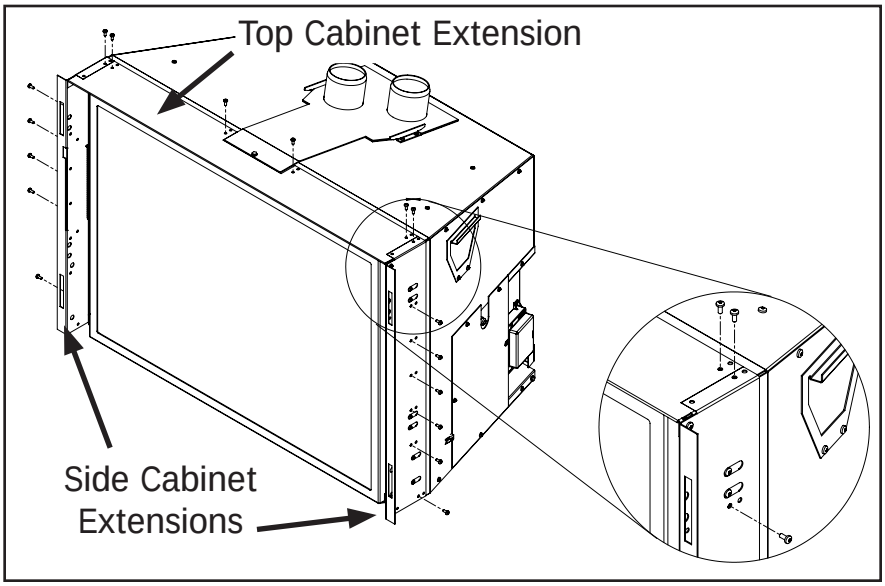

Figure 42: Removing Extension Screws
1. Using a T20 screwdriver, remove the four (4) screws that secure the top extension to the cabinet (see Figure 42).
2. Remove the six (6) screws on each side extension (see Figure 42).